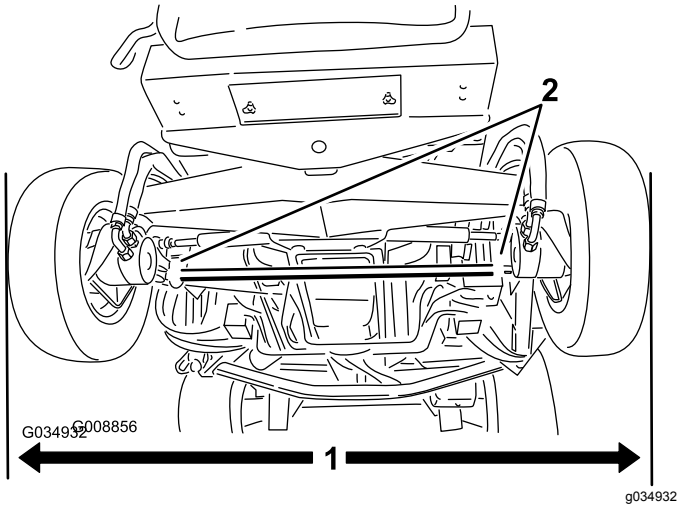

Figuur 118
1. Zet de achterwielen recht en meet de buitenafstand (ter hoogte van de assen) aan de voorzijde en de achterzijde van de achterwielen (Figuur 118).
2. Draai de klemmen aan beide uiteinden van de spoorstangen los om het toespoor af te stellen (Figuur 118).